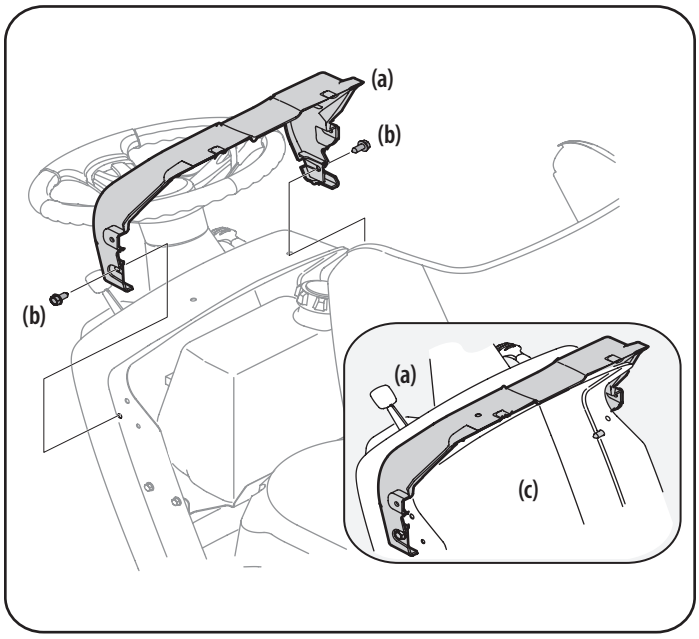

Figure 8
1. If the dash shroud (a) was shipped loose, the hardware for attaching the dash shroud (a) is shipped installed in the dash shroud (a). Remove the two bolts (b) from the dash shroud (a) . See Figure 8.
2. Mount the dash shroud (a) and align the mounting holes. See Figure 8.
3. Secure the dash shroud (a) to the dash (c) with the bolts (b) removed in Step 1. See Figure 8.